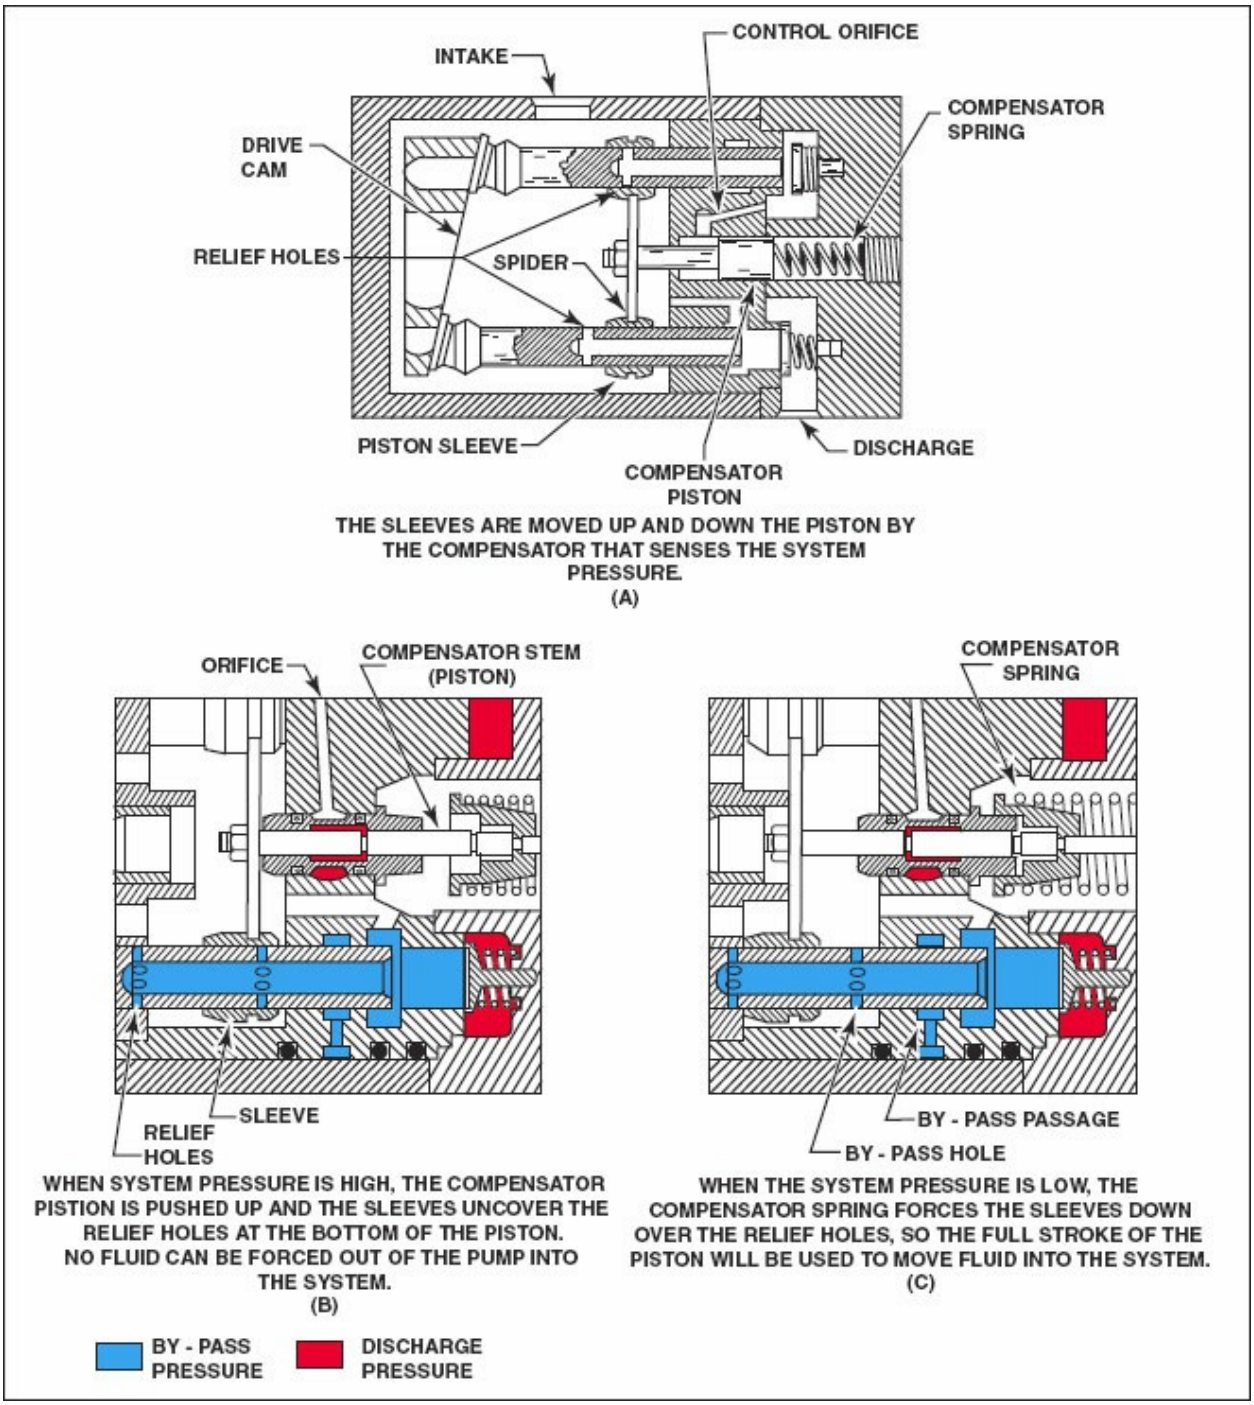

Figure 8-36. This figure details the control characteristics of the variable-displacement piston-type hydraulic pump.
The balance of forces that controls the pump pressure on the system is between the compensator spring and the compensator stem piston. In Figure 8-36(A) a passage from the discharge side of the pump directs output fluid pressure around the compensator stem. This stem is cut with a shoulder that serves as a piston. As the system pressure rises, the fluid pushes the stem up, compressing the compensator spring. The spider, Figure 8-36(A), which moves the sleeves up or down the pistons, is attached to the stem. [Figure 8-36]
When the pressure is high, as shown in Figure 8-36(B), it acts on the stem piston to raise the spider against the compensator spring and the relief holes near the bottom of the pistons are uncovered during the entire stroke. The pistons now stroke up and down, but no fluid is forced out of the pump, since
it is all relieved back into the pump. Near the top of the stroke, a bypass hole in the piston aligns with a passage in the pump housing so that a small amount of fluid bypasses back into the reservoir just enough for lubricating and cooling the pump. When the pressure is low, as in Figure 8-36(C), the compensator spring forces the spider and sleeves down the piston, covering the relief hole when the piston is near the bottom of its stroke. In this way, the full stroke of the piston is utilized to move the fluid. Fluid is forced out through the check valves into the pump discharge line. In any condition of intermediate pressure, the sleeve closes the relief holes at some point along the stroke of the piston. This allows just enough fluid to be pumped to maintain the system pressure at that level for which the compensator spring is set.